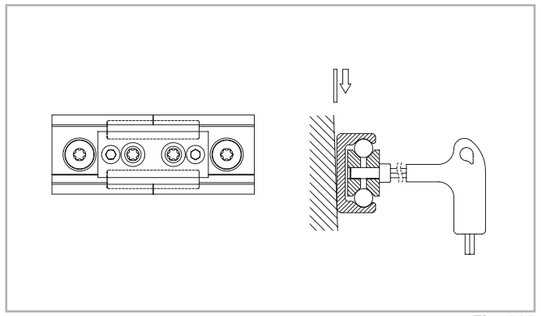

Fig. 118
(3) Place the alignment fixture on the rail joint and tighten both set screws uniformly, until the raceways are aligned (see fig. 118).
(4) After the previous step (3) it must be checked if both rail backs lie evenly on the mounting surface. If a gap has formed there, this must be shimmed.